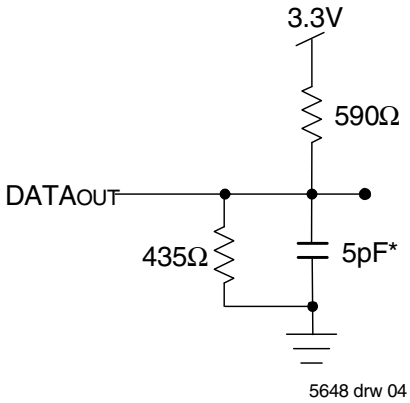

Figure 2. Output Test Load (For t_{CKLZ}, t_{CKHZ}, t_{OLZ}, and t_{OHZ}).
1. Transition is measured 0mV from Low or High-impedance voltage with the Output Test Load (Figure 2). This parameter is guaranteed by device characterization, but is not production tested.
1. Transition is measured 0mV from Low or High-impedance voltage with the Output Test Load (Figure 2).
3. Transition is measured 0mV from Low or High-impedance voltage with the Output Test Load (Figure 2).